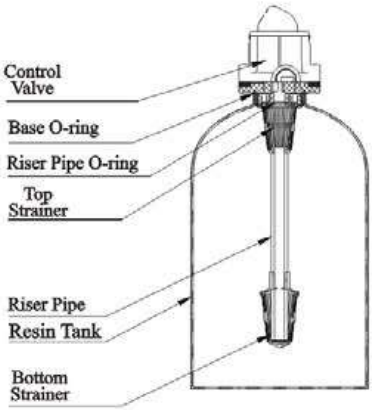

Figure 1-1
①The filter should be located close to drain.
②Ensure the unit is installed in enough space for operating and maintenance.
③ The unit should be kept away the heater, and not be exposed outdoor. Sunshine or rain will cause the system damage.
④ Do not install the filter , drain pipeline in circumstance which temperature may drop below 5℃, or above 50℃.
⑤One place is recommended to install the system which cause the minimum loss in case of water leaking.
①Install control valve
a. As the Figure 1-1 shows, select the riser pipe with 26.7mm OD, glue the riser pipe to the bottom strainer and put it into the mineral tank, cut off the exceeding tube out of tank top opening. Plug the riser tube in case of mineral entering.